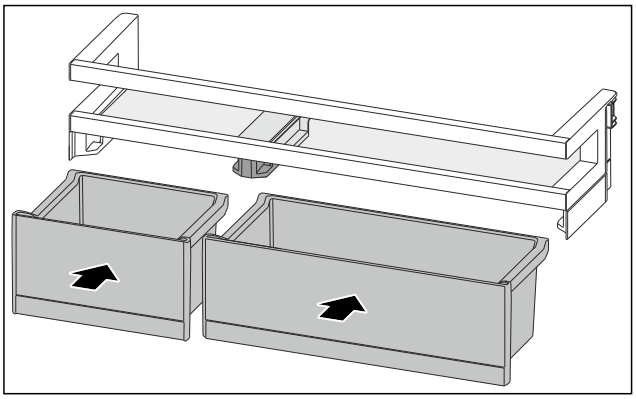

Fig. 159
▶ Inserire i VarioBox in posizione scambiata. (vedere Fig. 159)